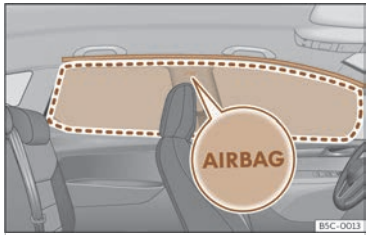

Fig. 34 Emplacement des airbags rideaux.
Les airbags rideaux se trouvent des deux côtés de l'habitacle, au-dessus des portières ››› **fig. 34**, repérés par les monogrammes « AIRBAG ».
Lorsqu'il se déclenche, l'airbag rideau occupe la zone marquée (zone de déploiement) ››› **fig. 34**. C'est pourquoi il ne faut jamais déposer ou fixer des objets dans cette zone ››› ⚠.
- **Assurez-vous que les enfants voyagent correctement assis dans leur siège et ne placent pas leur tête dans la zone de déploiement des airbags rideaux ››› fig. 34, car ceux-ci pourraient les heurter et provoquer des blessures graves en cas de déclenchement.**